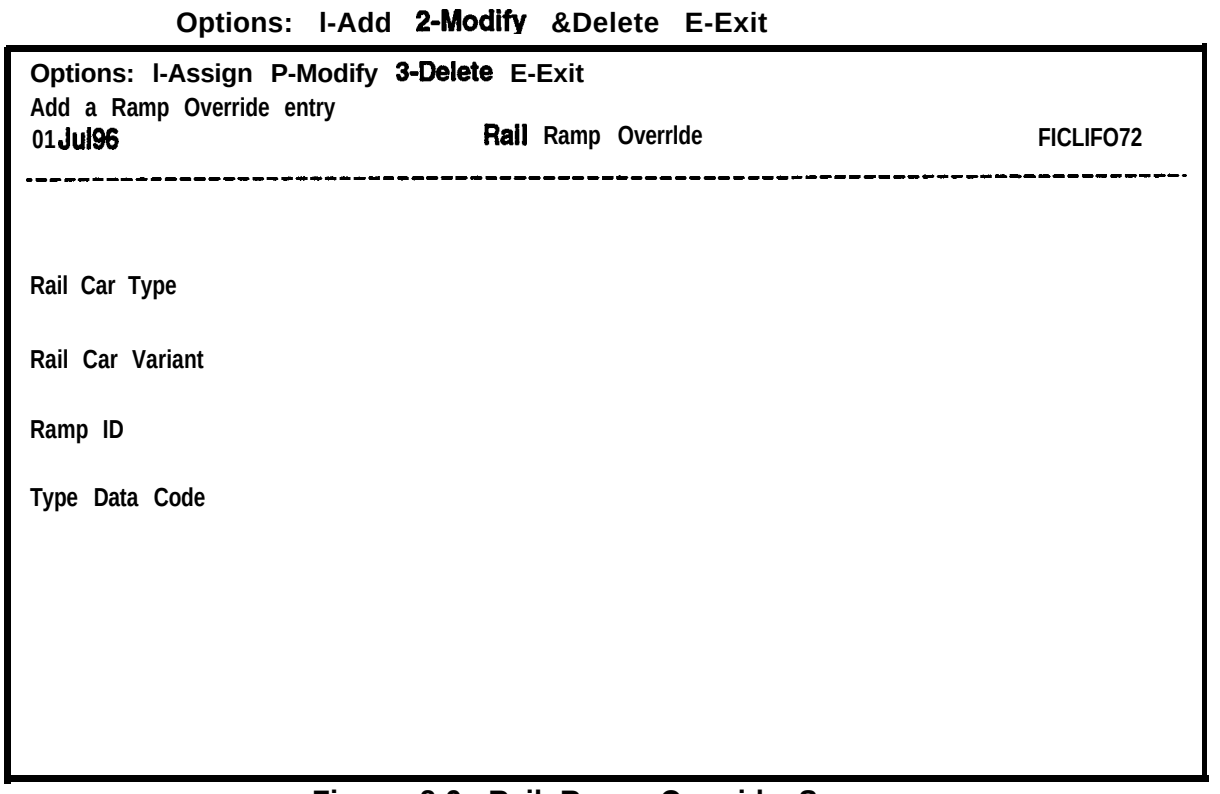

Figure 8-9. Rail Ramp Override Screen
d. Select **Ramp ID Override** from the Reference Tables menu to display the Rail Ramp Override screen with the Options: ring menu at the top as shown in Figure 8-9.